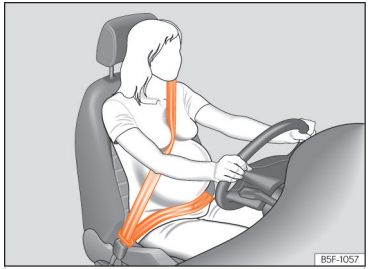

**Fig. 24** Position of seat belt during pregnancy.
In the case of **pregnant women**, the seat belt should pass uniformly over the chest and as low as possible through the pelvic area with the strap flat so it does not press down on the abdomen; in addition, it must be used throughout the entire pregnancy ››› Fig. 24.
- **In the case of pregnant women, the abdominal strap of the seat belt should pass as low as possible across the pelvic area, resting flat and "surrounding" the abdomen ››› Fig. 24.**